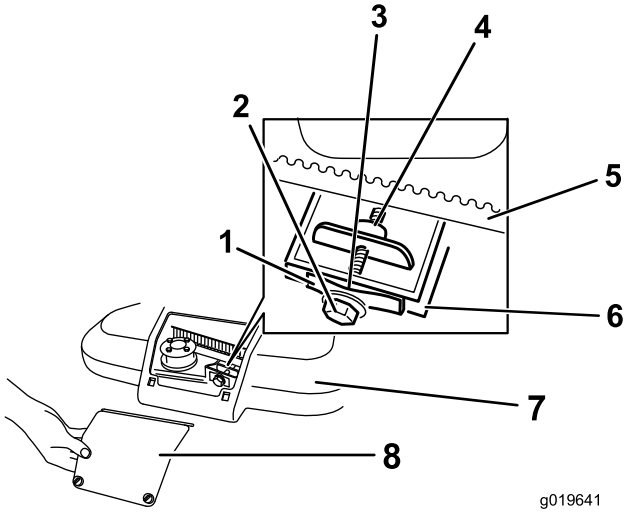

Рисунок 28
1. Ослабьте два винта панели доступа к кожуху ремня и снимите панель (Рисунок 28)
Примечание: Если между измерителем зазора и пружиной есть видимый зазор, затяните регулировочный болт и гайку до момента, когда калибр начнет свободно входить в зазор и выходить из него (Рисунок 28).